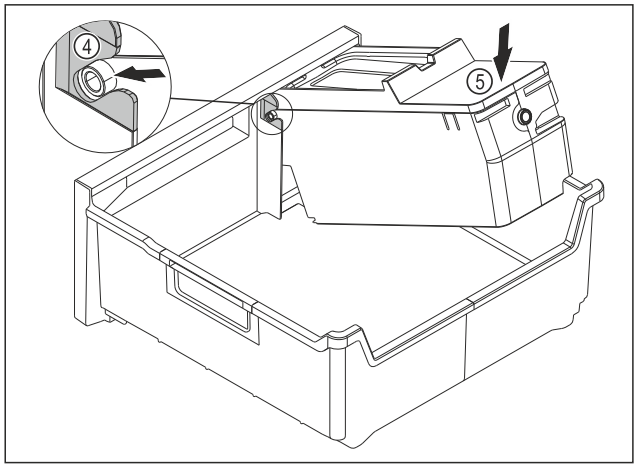

Fig. 125
▶ Смонтируйте корпус EasyTwist-Ice: Вставьте оси корпуса EasyTwist-Ice в направляющие *Fig. 125 (4)*.
▶ Вдавите корпус EasyTwist-Ice *Fig. 125 (5)* вниз.